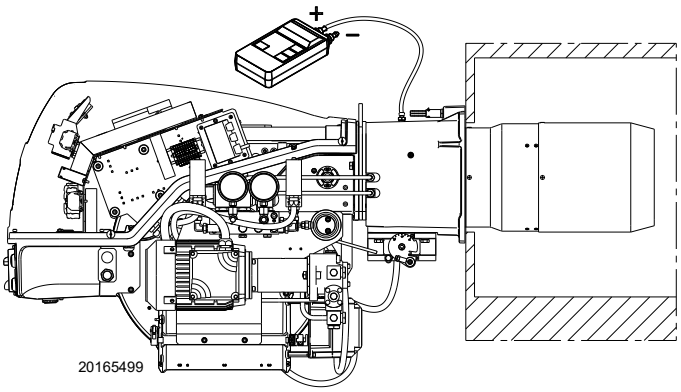

Fig. 49
- ➤ Adjust the high gas pressure switch to the upper limit of the scale (Fig. 49).
- ➤ Fit a U-type manometer (Fig. 49) to the gas pressure test point on the sleeve. The manometer readings are used to calculate MAX. burner power using the diagrams on page 29.